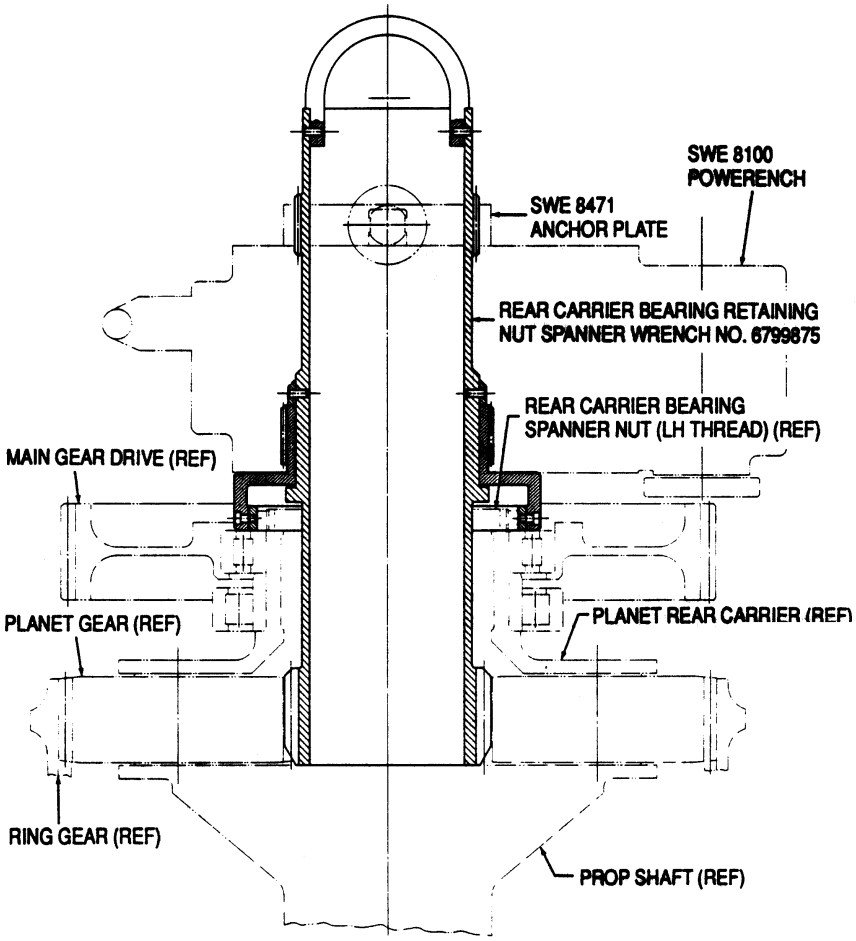
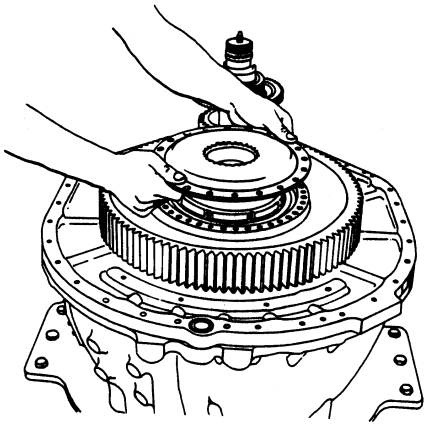

Figure 37. Tightening Rear Carrier Bearing Spanner Nut
Figure 38. Installing Sun Gear and Hub in Main Drive Gear
d. Install nut (12) on rear carrier hub.
g. Install SWE 8100 Powerench over 6799875 spanner nut wrench and secure with SWE 8471 anchor plate. (See figure 37.) Slowly torque (LH) nut to 54 lb ft. input and 600 lb ft. output. Adjust torque in tightening direction to align next lock pin hole. (QA)
h. Install lock pin (11) from inside of rear carrier. (QA)
i. Install retaining ring (10). Due to interference fit of ring to pin, apply pressure to side opposite of pin slot to seat ring in carrier bore. Firmly seat ring in bore. (QA).
j. Install internal retaining ring (9) in ID of carrier hub. (QA)
k. Place two internal retaining rings (7) loose on sun gear hub (6).
l. Install front internal retaining ring (7) in sun gear (8) and rear internal retaining ring (5) in sun gear hub flange (4). (QA)
m. Place hub (6) in sun gear (8) and flange (4). Ensure sun gear (8) inner spline faces toward hub.
n. Secure with two internal retaining rings. (QA)
o. Install main drive gear bearing locking key (14) in key slot on bearing outer ring. (QA)
p. Carefully insert sun gear in center of planet gears. (Be sure locking key (14) engages slot in sun gear hub flange.) (figure 38).
q. Align bolt holes and install tab washers (3) and bolts (2). (QA)
r. Tighten bolts (2) evenly in sequence, 180° apart, to seat flange against main drive gear. Torque bolts to 385–425 lb in., loosen to zero, then retorque to 385–425 lb in. (QA)